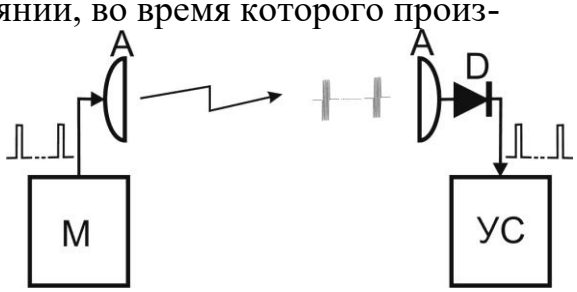

Рис. 6.10
6.3.5.2 Антенна А БПРД, под управлением модулятора М, излучает в направлении антенны А БПРМ радиоимпульсы (см. рис. 6.10). Радиоимпульсы с выхода антенны А (БПРМ) поступают на детектор D, с выхода которого – на узел синхронизации УС. УС определяет их положение во времени и пропускает в узкие «временные ворота»